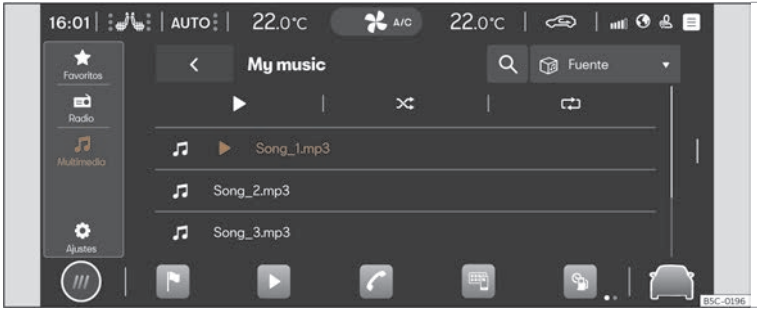

Fig. 135 Representación esquemática:Vista Multimedia
- Prema ▶ > ♫ >>> **fig. 135**.